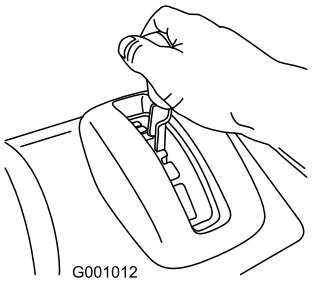

Figur 11
1. Placera växelväljarspaken i önskad framåtväxel och se till att den låses fast på plats (Figur 11).